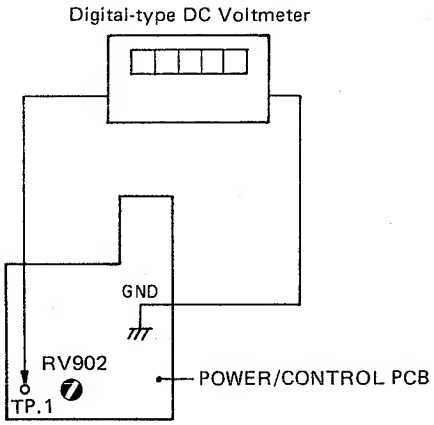

Fig. 4-14
2. Connect the digital-type DC voltmeter to TP. 1 on the POWER/CONTROL PCB (See Fig. 4-14).
2．デジタル式直流電圧計をPOWER/CONTROL PCB上のTP.1に接続する（Fig. 4-14参照）